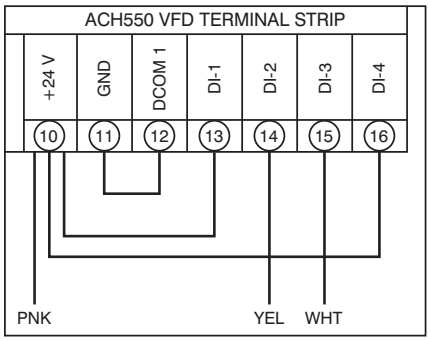

Fig. 25 — ACS550 VFD Wiring
- For ACH550 VFDs the voltage is sourced from the VFD at its terminal 10 (+24 V). 2-Speed Indoor Fan Motor speed inputs are received at terminals 14 (DI-2) for low speed (40 Hz) motor operation and 13 (DI-3) for high speed (60 Hz) motor operation. See Table 12 and Fig. 25 (on page 17).